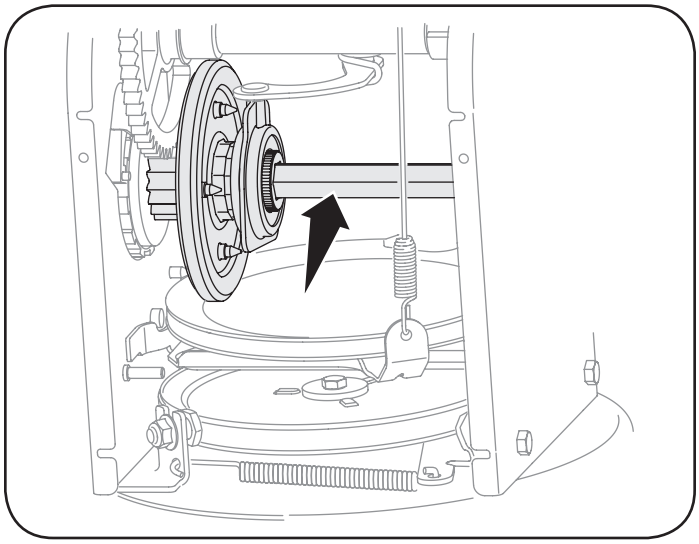

Figura 57
4. Aplique al eje hexagonal una capa ligera de una grasa multiusos apta para condiciones climáticas múltiples. Vea la Figura 57.